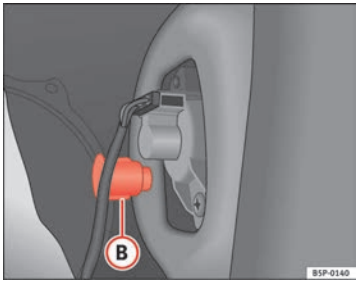

Fig. 193 Side lights and brake lights
– Unscrew the plastic fitting ⇒ fig. 193 (B) securing the rear light. Inserting a screwdriver under the plastic fitting may help to loosen it.